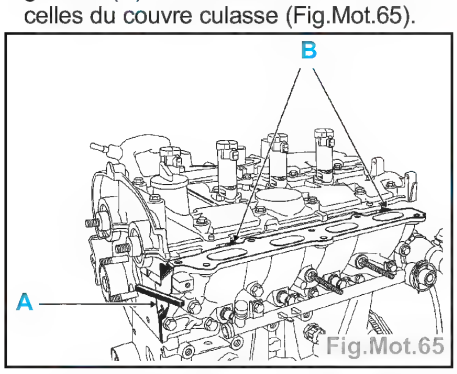

Fig.Mot.65
- vérifier l'alignement (A) entre le répartiteur inférieur d'admission et la culasse (côté distribution) en s'assurant que les languettes (B) soient bien en contact avec celles du couvre culasse (Fig.Mot.65).
• vérifier l'alignement (A) entre le répartiteur inférieur d'admission et la culasse (côté distribution) en s'assurant que les languettes (B) soient bien en contact avec celles du couvre culasse (Fig. Mot.65).